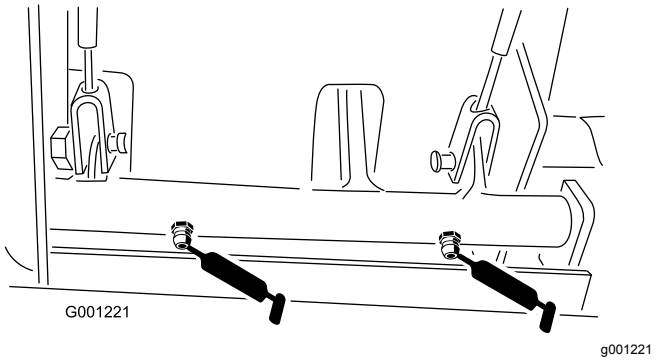

**Figur 38**
- Bremsedrejebøsninger (Figur 38)
- Bremsekabler (kørselshjul og bremsepedaler) (Figur 38)